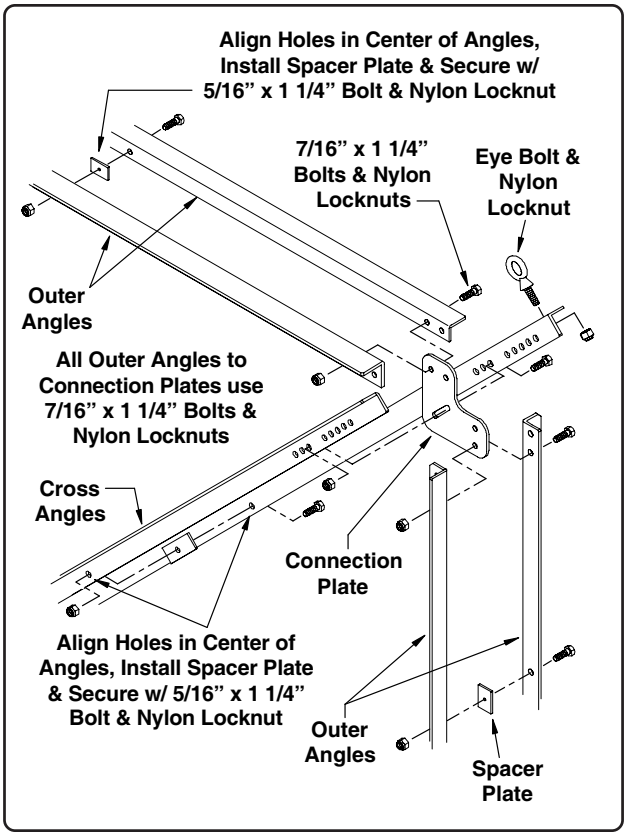

Fig. 5
11. Loosely attach the corner connection plates to the ends of the cross angles using 7/16" x 1 1/4" bolts and nylon locknuts (the connection plates will be sandwiched between the two cross angles, See Fig.5).
After the connection plates have been installed, attach the outer angles to the plates. Secure outer angles using 7/16" x 1 1/4" bolts and nylon locknuts (the connection plates will be sandwiched between the outer angles as shown in Fig. 5).
12. Install an eye-bolt onto the ends of the cross angles and secure with the 1/2" nylon locknut (orient the eye-bolt so it is parallel with the outer angles, See Fig. 5).